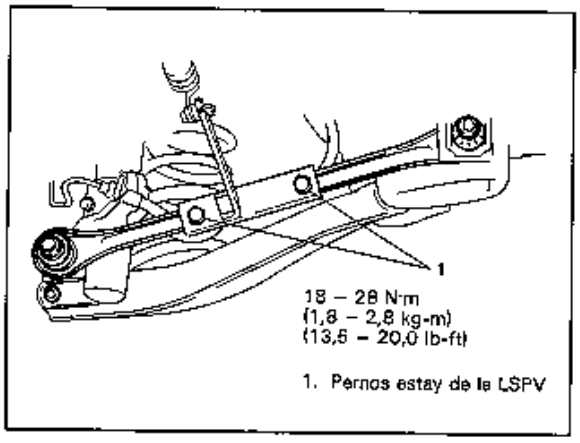

Fig. 3E-7-1
5) Instale la rueda y apriete las tuercas de rueda al par especificado (Refiérase a la Fig. 3E-53).